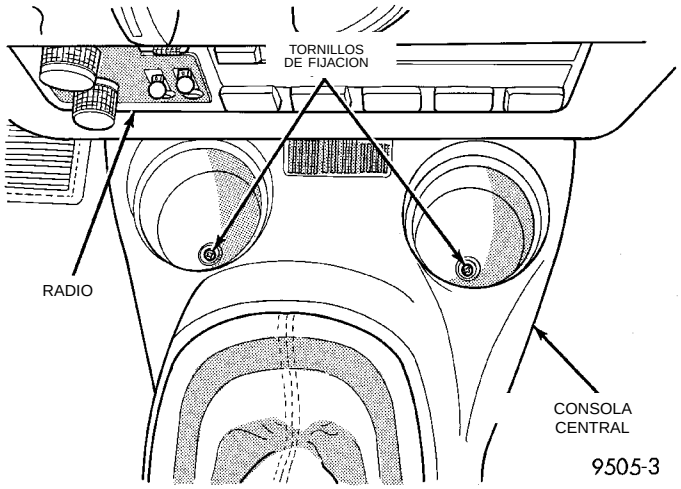

Fig. 136 Tornillos de fijación delanteros de la consola central
(2) Retire los 2 tornillos situados en los portavasos (Fig. 136) que fijan la parte delantera de la consola central al soporte de la consola.